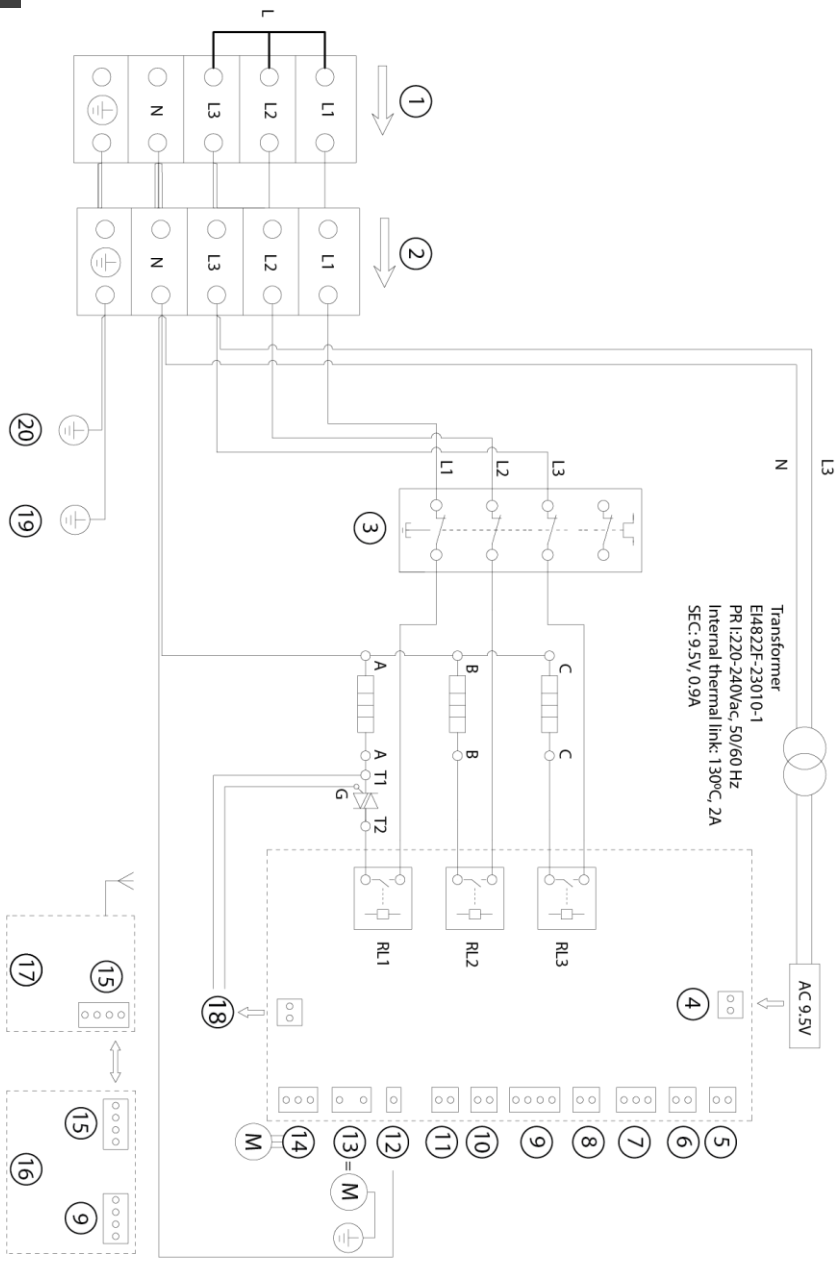

Рис. 12. Электрическая схема подключения контактов к плате управления PCB
- Подключите кабель электропривода трехходового клапана к основной электронной плате согласно пункт 14 на Рис.12
- Подключите контакты датчика бойлера NTC к соответствующей клемме на основной плате управления согласно Рис.12 (пункты 10 и 11 на схеме, выбор места подключения осуществляется в зависимости от типа коннектора – 11 используется при отсутствии коннектора, 10 для подключения через клемму).